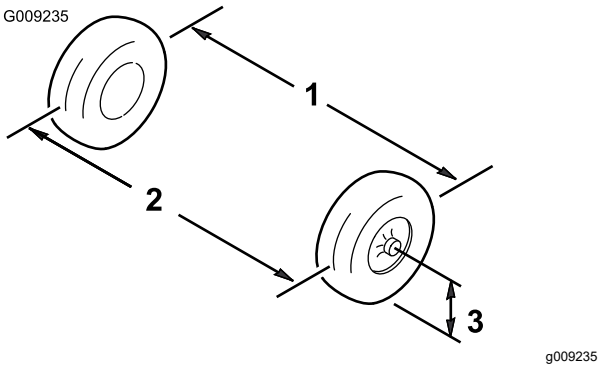

Figur 53
1. Mål afstanden mellem begge fordækkene ved akselhøjden ved både forsiden og bagsiden af fordækkene (Figur 53).